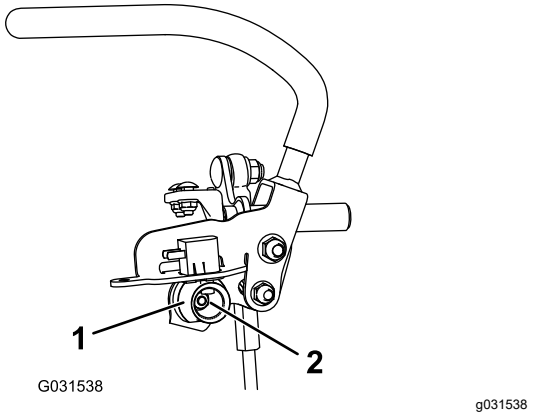

Figura 80
6. Afloje la tuerca que sujeta la leva (Figura 80).